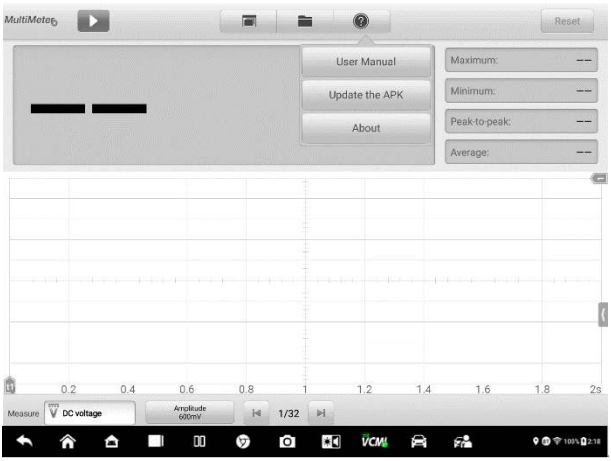

Figure 9-70 *Help Screen*
1. Insert the applicable test leads or probe terminal ends into the multimeter jacks to complete the connection (refer to *Figure 9-70*).